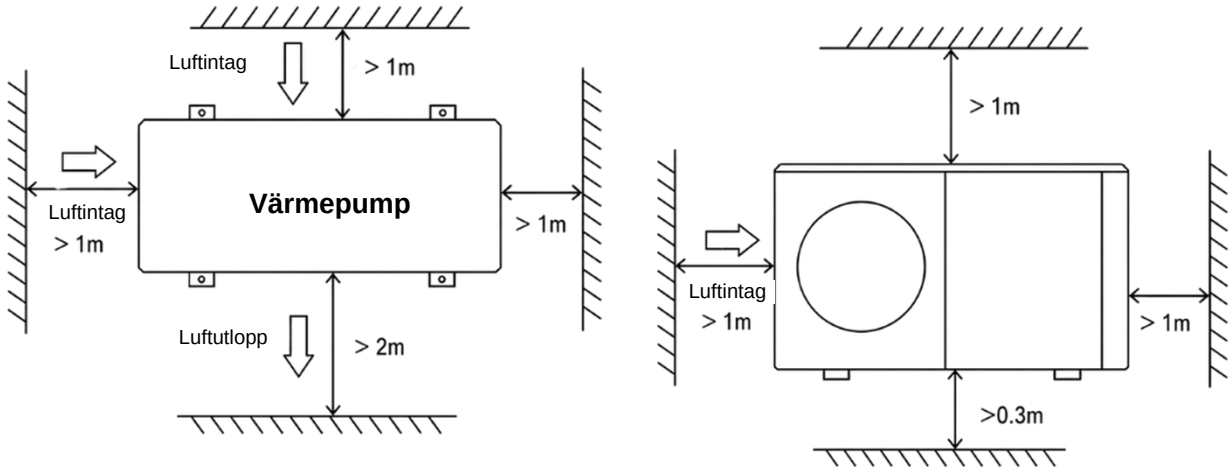

Figur 1
4. För enklare och effektivare underhåll och felsökning får det inte finnas några hinder inom 1 m från enheten. För tillräcklig ventilation får det inte finnas några hinder inom ett vertikalt avstånd på minst 2 m ovanför enheten. Se figur 1.